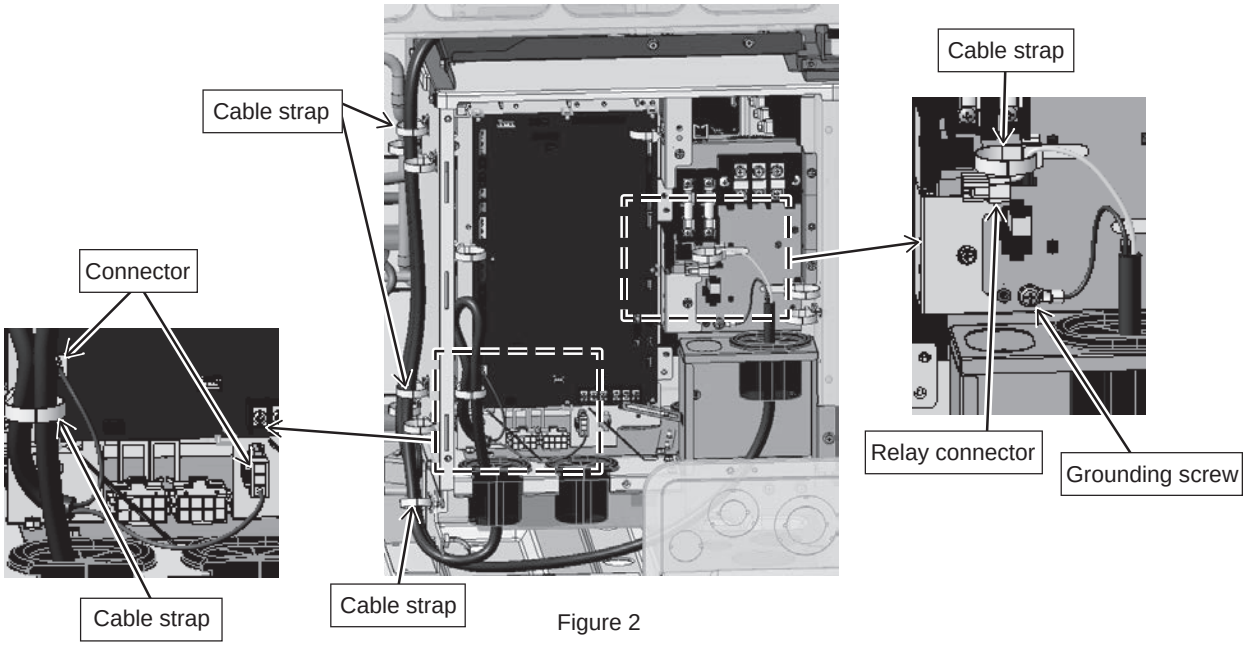

Figure 2
(3) Unstrap the cable straps holding the transformer box wiring, and disconnect the wiring connectors and the grounding wire. (5 cable straps, 3 connectors, and 1 grounding screw as shown in Figure 2.)